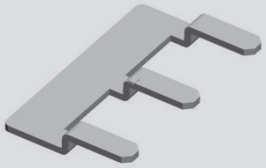

Рис.6. Перемычка, 3 клеммы.
Данная функция защищает котел от замерзания и активная для всех режимов работы. При снижении температуры в котле ниже +5°С или температура в помещении, где установлен датчик температуры воздуха «Т2» (СМ Рис.6) будет ниже +5°С, то котел включится на максимальную мощность. Котел вернется в рабочее состояние после нагрева воды в системе отопления до +30°С или после нагрева воздуха в помещении до +10°С. Эта функция активна при условиях, если котел подключен к электросети.
Снять облицовку, открутив сверху и снизу винты. Подключить котел к электрической сети с помощью зажимов (согласно Рис. 6). Монтаж силовых цепей выполнить от автоматического выключателя до клеммы XT1 (L-N-PE) проводом ПВС сечением в соответствии с табл.1, к насосу проводом ПВС 3х0,75мм^2 клеммная колодка XT2 (L-N-PE). Монтаж цепей управления для подключения датчика температуры выполнить проводом МГШВ 0,75мм^2. Длина провода до 30 метров. Если требуется увеличить длину провода, нужен кабель большего сечения. Подключение котла к эл. сети должно осуществляться только при отключенной эл. сети, или отключенным питающем кабелем.
Для подключения примените перемычку Рис.6. (в комплекте с котлом). Необходимо установить перемычку на клеммы L1-L2-L3 клеммной колодки XT1 и к клемме L1 подключить фазный провод.
10.7.2. Снять облицовку, открутив сверху и снизу винты. Подключить к котлу комнатный термостат с помощью зажимов (согласно Рис. 6, клеммы ⌂). Подключение термостата выполнить проводом ПВС 2х1 мм^2. Длина провода до 30 метров. Если требуется увеличить длину провода, нужен кабель большего сечения.